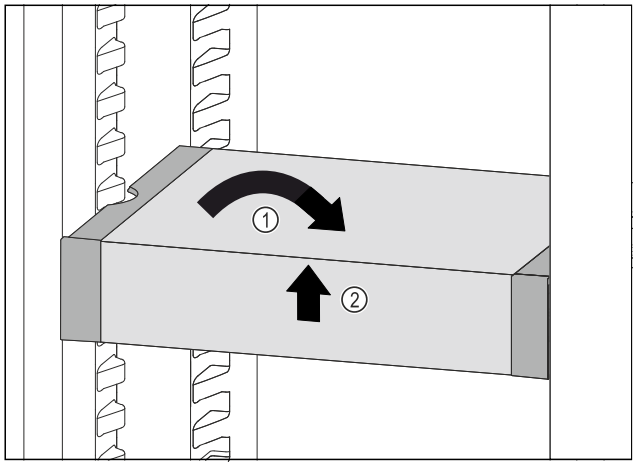

Fig. 172
▶ Poziționați drept VarioSafe. *Fig. 172 (1)*
▶ Ridicați în față VarioSafe. *Fig. 172 (2)*